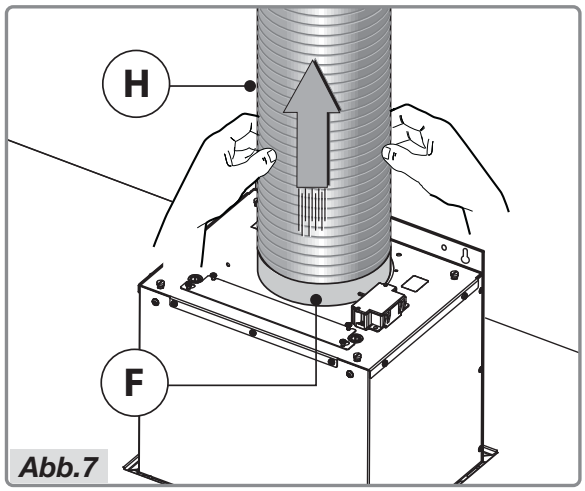

Abb.7
- Befestigen Sie das Luftabzugsrohr **H** (nicht im Lieferumfang enthalten) am Anschlussflansch **F**; siehe Abb.7.